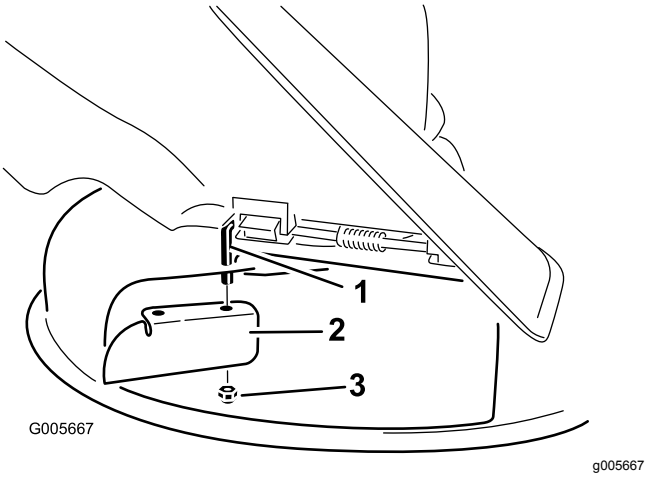

Figur 21
7. Monter græsafskærmningen på den frilagte drejestang (Figur 21).
3. Afmonter græsafskærmningen fra plæneklipperskjoldet (Figur 21).